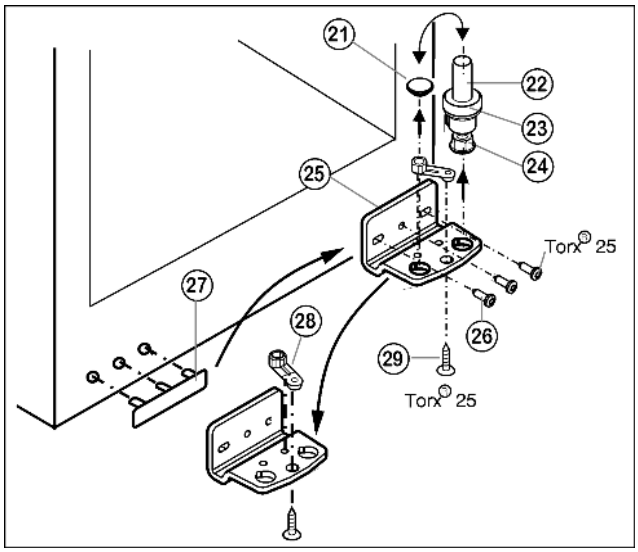

Fig. 6
▶ Retirer le pivot *Fig. 6 (22)* complètement avec le disque *Fig. 6 (23)* et le pied réglable *Fig. 6 (24)* par le haut.
▶ Enlever le bouchon *Fig. 6 (21)*.
▶ Dévisser *Fig. 6 (25)* le support d'appui *Fig. 6 (26)*.
▶ Dévisser l' *Fig. 6 (29)* élément pivotant *Fig. 6 (28)* et le permuter dans le trou opposé du support d'appui.
▶ Soulever le cache côté poignée *Fig. 6 (27)* avec précaution et le positionner sur le côté opposé.
▶ Revisser à fond le support d'appui *Fig. 6 (25)* sur le nouveau côté charnière en utilisant une visseuse sans fil si nécessaire, avec un couple de serrage de **4 Nm**.
▶ Réinsérer le bouchon *Fig. 6 (21)* dans l'autre trou.
▶ Replacer complètement le pivot *Fig. 6 (22)* avec le disque et le pied réglable. Faire attention à ce que les ergots d'encliquetage soient tournés vers l'arrière.
▶ Placer la porte par le haut sur le pivot inférieur *Fig. 6 (22)*.
▶ Aligner éventuellement la porte par rapport aux deux trous oblongs du support d'appui inférieur *Fig. 6 (25)* pour qu'elle affleure avec l'habillage de l'appareil. Pour cela, dévisser la vis centrale.